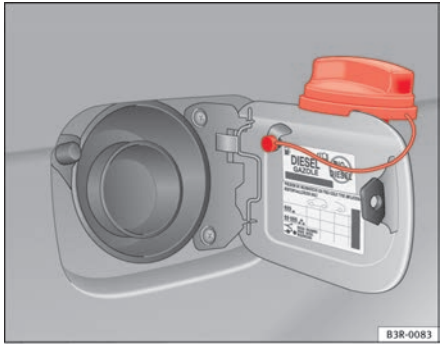

Fig. 168 Fuel tank flap with tank cap attached
– Hook the cap onto the support fitted to the open tank flap ⇒ fig. 168.